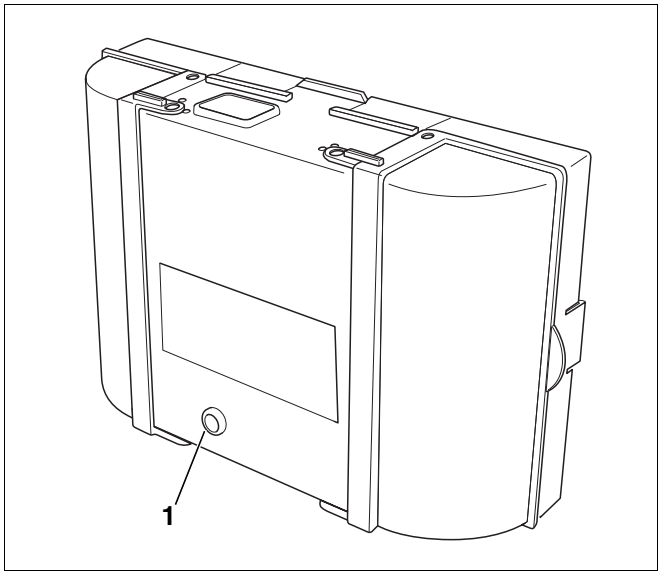

Afb. 12 Storingen bij de branderautomaat terugzetten
- Druk de resettoets (afb. 12, **pos. 1**) in om de fout terug te zetten.